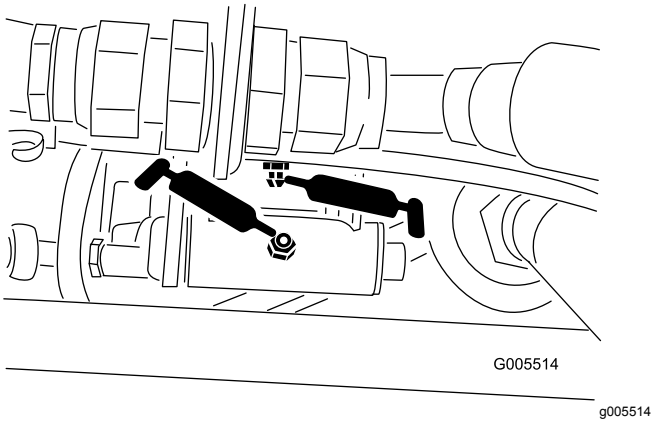
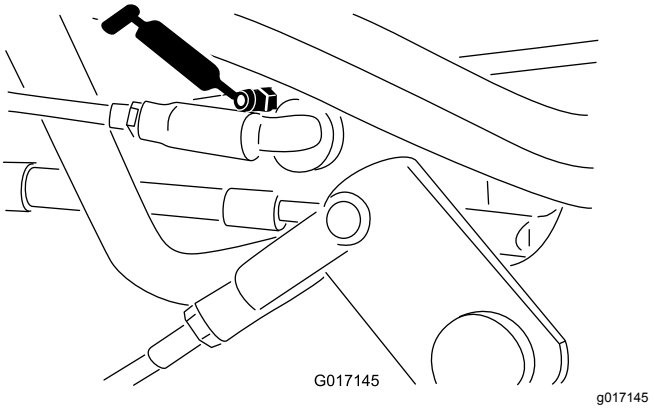

Figur 38
Figur 39
- Växelväljarlänkaget (Figur 38 och Figur 39)